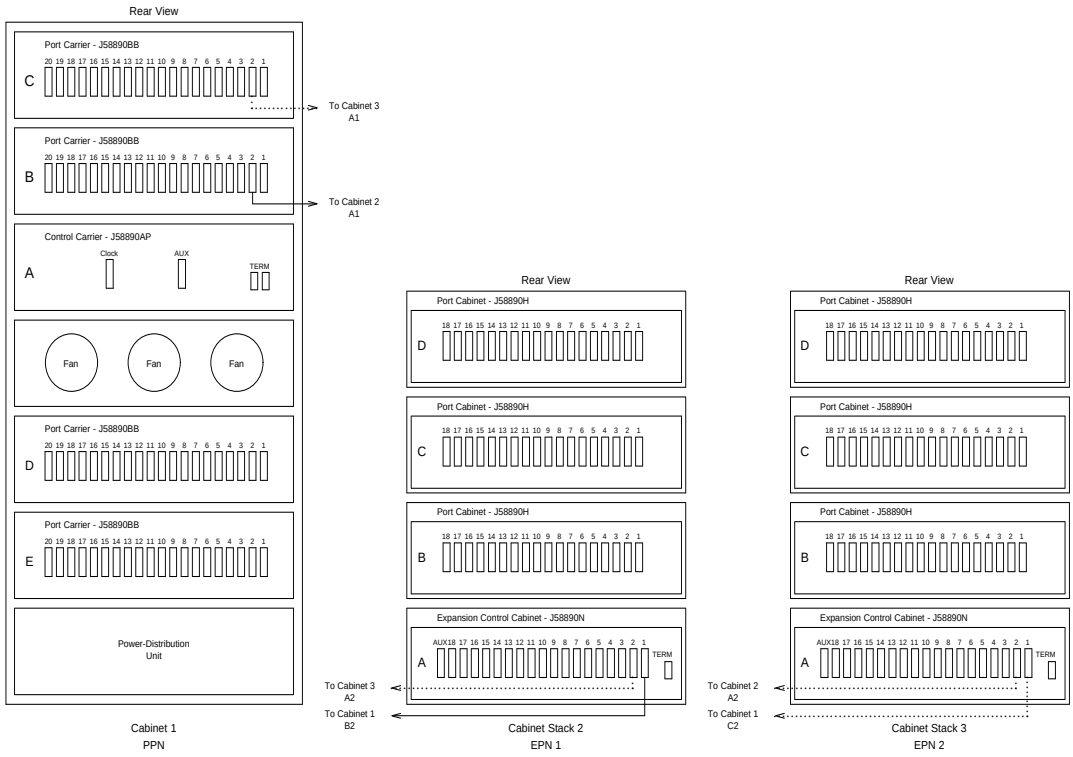
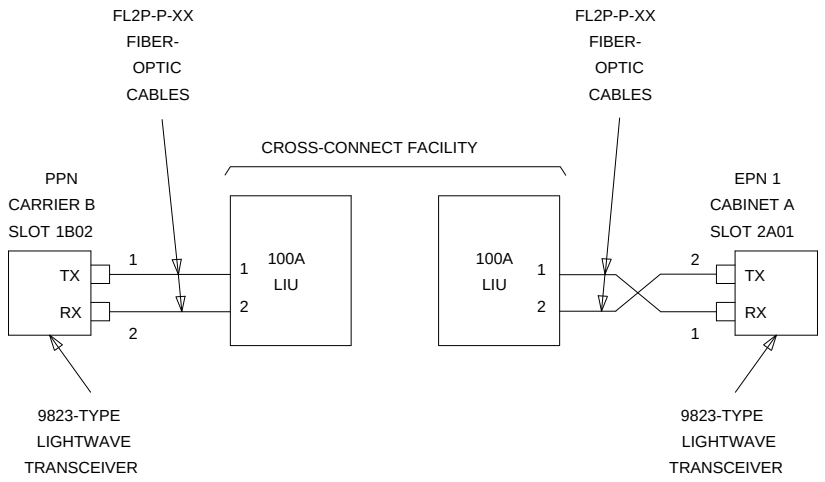
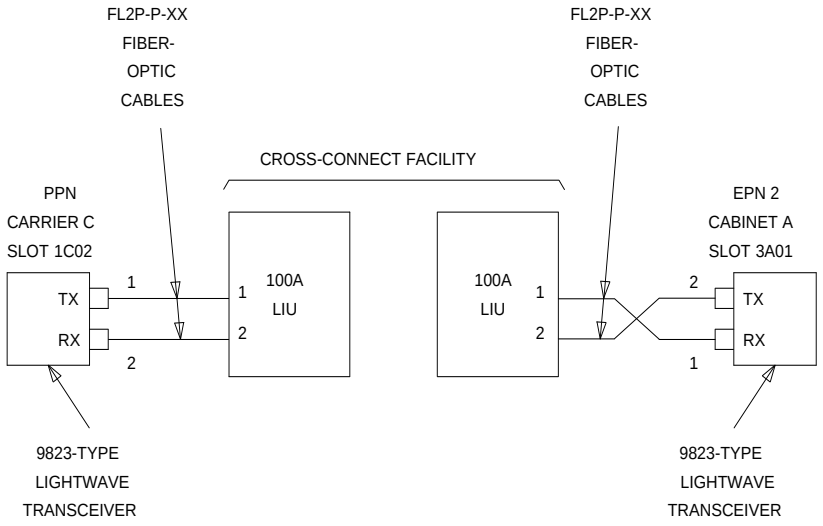
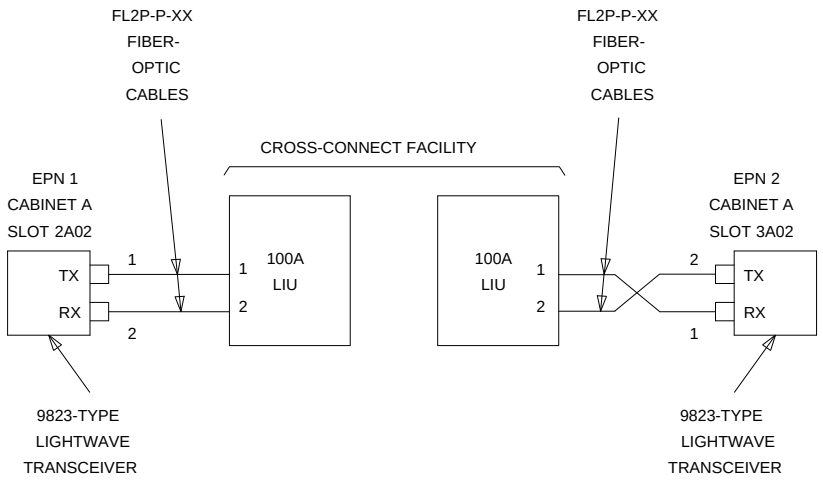

Figure 5-16. Standard-Reliability G3r V4 with Two or Three Port Networks
Figure 5-17. Fiber-Optic Connections PPN to EPN1
Figure 5-18. Fiber-Optic Connections PPN to EPN2
Figure 5-19. Fiber-Optic Connections EPN1 to EPN2
1. Behind port carrier B of the multicarrier PPN (Figure 5-16, Figure 5-17, Figure 5-18, and Figure 5-19):